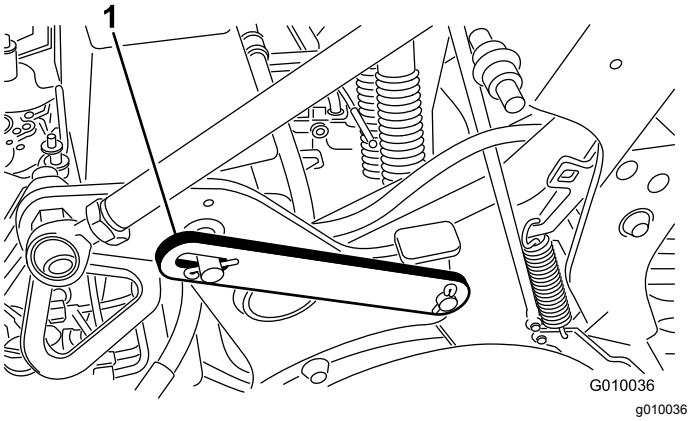

Figur 21
3. Ta bort klämringen som fäster servicespärren i förvaringsläget (Figur 21).